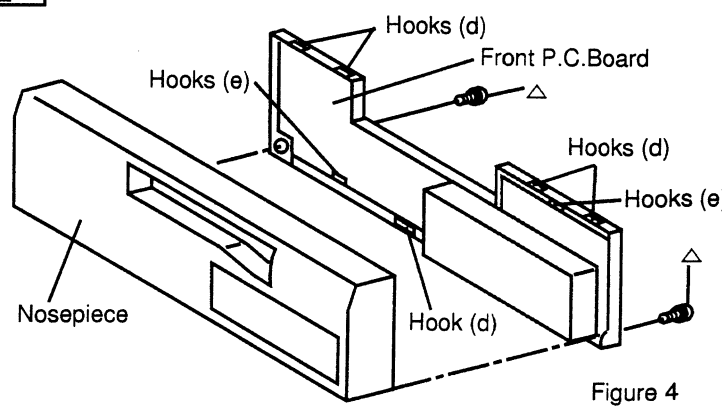

Figure 4
(1) After removal of Nose Unit, remove two screws marked "△" and the Hooks (d) as shown in Figure 4.
(2) Remove the Hooks (e) as shown in Figure 4.